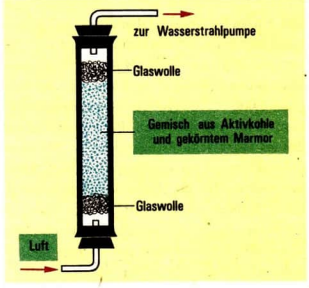
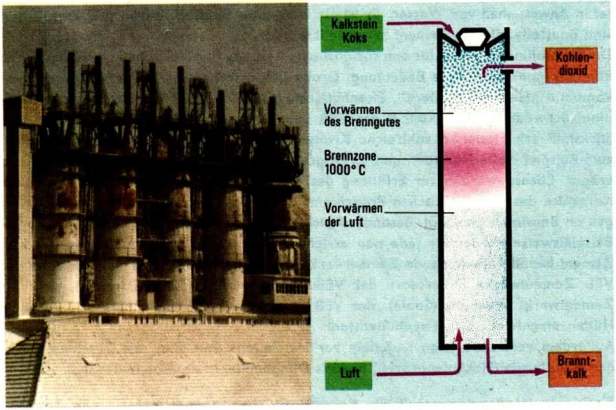

Abb. 61
Abb. 62 Schachtofen zum Kalkbrennen — links: Schachtofen des VEB Harzer Kalk- und Zementwerke Rübeland; rechts: Schematische Darstellung eines Kalkschachtofens
61 ▼ Kalkstein und gekörnte Aktivkohle werden im aufrecht stehenden Verbrennungsrohr unter Luftzufuhr erhitzt (Abb. 61). Das abgekühlte Reaktionsprodukt ist vorsichtig mit Wasser zu befeuchten und mit einem Indikator zu prüfen.
Das Brennen von Kalkstein erfolgt vor allem im **Schachtofen.** Der Schachtofen ist ein Reaktionsapparat mit der Grundform eines aufrecht stehenden Rohres (Abb. 62). Er ist aus feuerfestem Material (Schamottestein) gemauert und mit einem Eisenmantel umgeben. ⑦
① Nenne eine Möglichkeit zur Herstellung von Kalziumoxid aus Kalziumkarbonat! Denke an die Eigenschaften der Karbonate!
② Entwickle die chemische Gleichung für die Reaktion von Kalziumoxid mit Wasser! Erkläre den Farbumschlag des Indikators!
③ Erläutere die Angabe für die Reaktionswärme $Q = 178{,}4$ kJ bei der chemischen Gleichung zur thermischen Zersetzung von Kalziumkarbonat!
④ Nenne Kalksteinvorkommen in der Deutschen Demokratischen Republik!
⑤ Warum ist es notwendig, beim Kalkbrennen auch Koks und Luft einzusetzen!
⑥ Vergleiche die chemischen Reaktionen des Kalkbrennens und der Koksverbrennung!
⑦ Vergleiche den Bau des Schachtofens für das Kalkbrennen mit dem des Hochofens!
⑧ Vergleiche die Durchführung des Experiments 61 (Abb. 61) mit der technischen Herstellung von Branntkalk im Schachtofen (Abb. 62) hinsichtlich der eingesetzten Stoffe und der entsprechenden Geräte beziehungsweise Apparate!
① Berechne den Bedarf an Kalkstein bei einer täglichen Ofenleistung von 150 t Branntkalk!
② Beschreibe anhand der Schnittzeichnung (Abb. 62) die Arbeitsweise im Kalkschachtofen!
③ Erläutere die Koppelung von exothermen und endothermen Reaktionen als technisches Prinzip beim Kalkbrennen!
④ Erläutere Gemeinsamkeiten und Unterschiede der chemisch-technischen Verfahren zur Branntkalkherstellung im Kalkschachtofen und zur Roheisenherstellung im Hochofen hinsichtlich a) der eingesetzten Stoffe und der Reaktionsprodukte, b) der chemischen Reaktionen, c) der Energieumwandlungen, d) des Baus und der Arbeitsweise der Reaktionsapparate!
⑤ Erläutere die volkswirtschaftliche Bedeutung von Zement!
⑥ Wo befinden sich in unserer Republik Kalksteinvorkommen und Zementwerke (/ Atlas)?